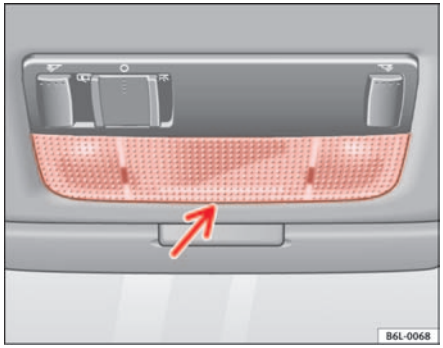

Fig. 154 Front reading light
– Insert a fine screwdriver between the casing and the glass ⇒ fig. 154.